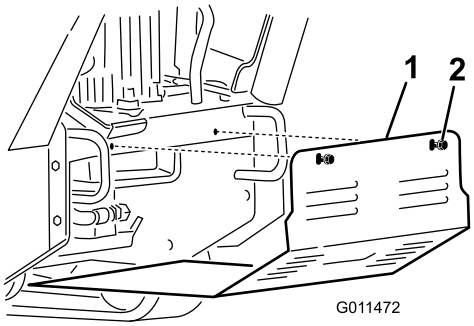

Bild 26
2. Lösen Sie nacheinander die zwei Schrauben, mit denen das untere Schutzblech befestigt ist, bis Sie es abnehmen können (Bild 26).
2. Schieben Sie das untere Schutzblech so in die Maschine, dass es auf allen vier Laschen sitzt (Bild 26).